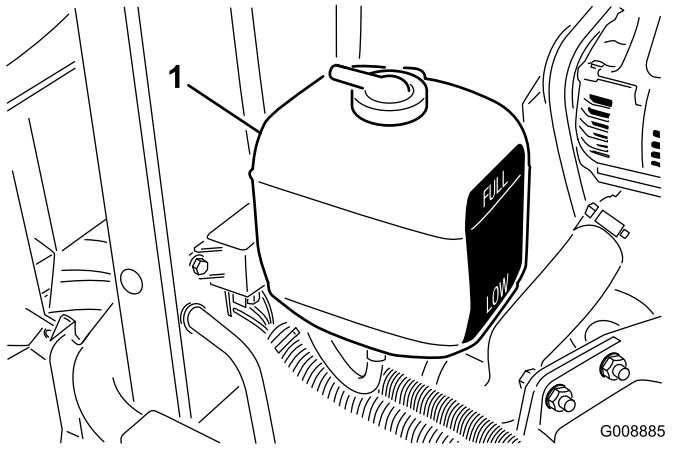

**Figur 39**
1. Kontroller kjølemiddelnivået i ekspansjonstanken (Figur 39).